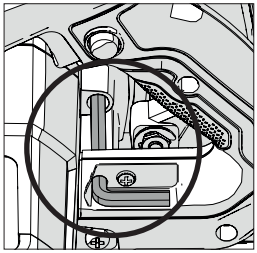

Fig. 1
- Localice la llave hexagonal de cambio de hoja suministrada, que se encuentra en la instalación de almacenamiento de a bordo (situada de forma similar en todas las máquinas). **(Fig. 1)**